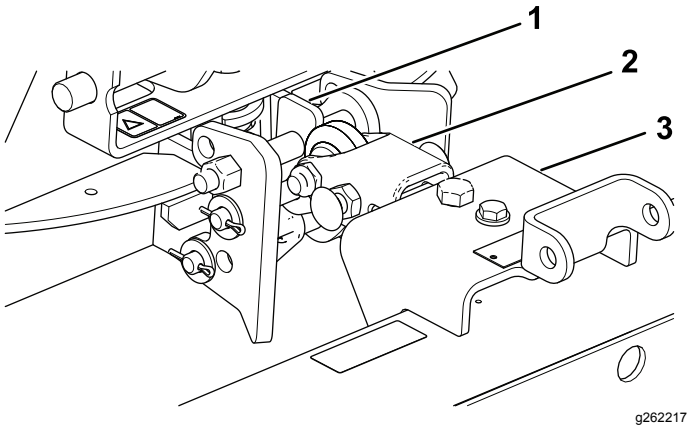

Rysunek 14
1. Zamontuj zespół zaczepu tak, aby płaska strona była u góry (Rysunek 14).
2. Zamontuj dyszel od spodu zespołu wieszaka (Rysunek 14).